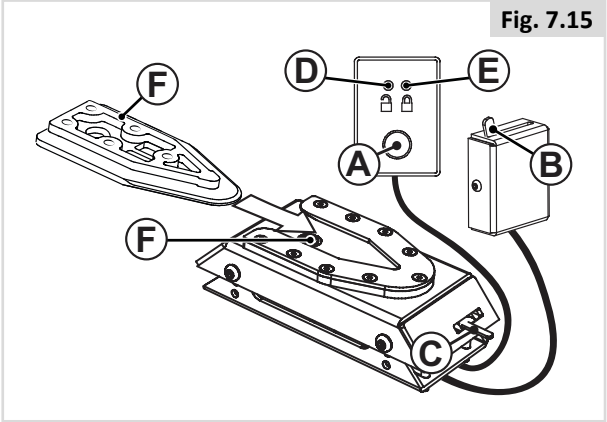

Fig. 7.15
10. Procédez aux vérifications finales. Pour cela, connectez le fauteuil à la station d'arrimage. Vérifiez qu'il s'enclenche correctement et que les méthodes de libération fonctionnent comme il se doit (Fig. 7.15).